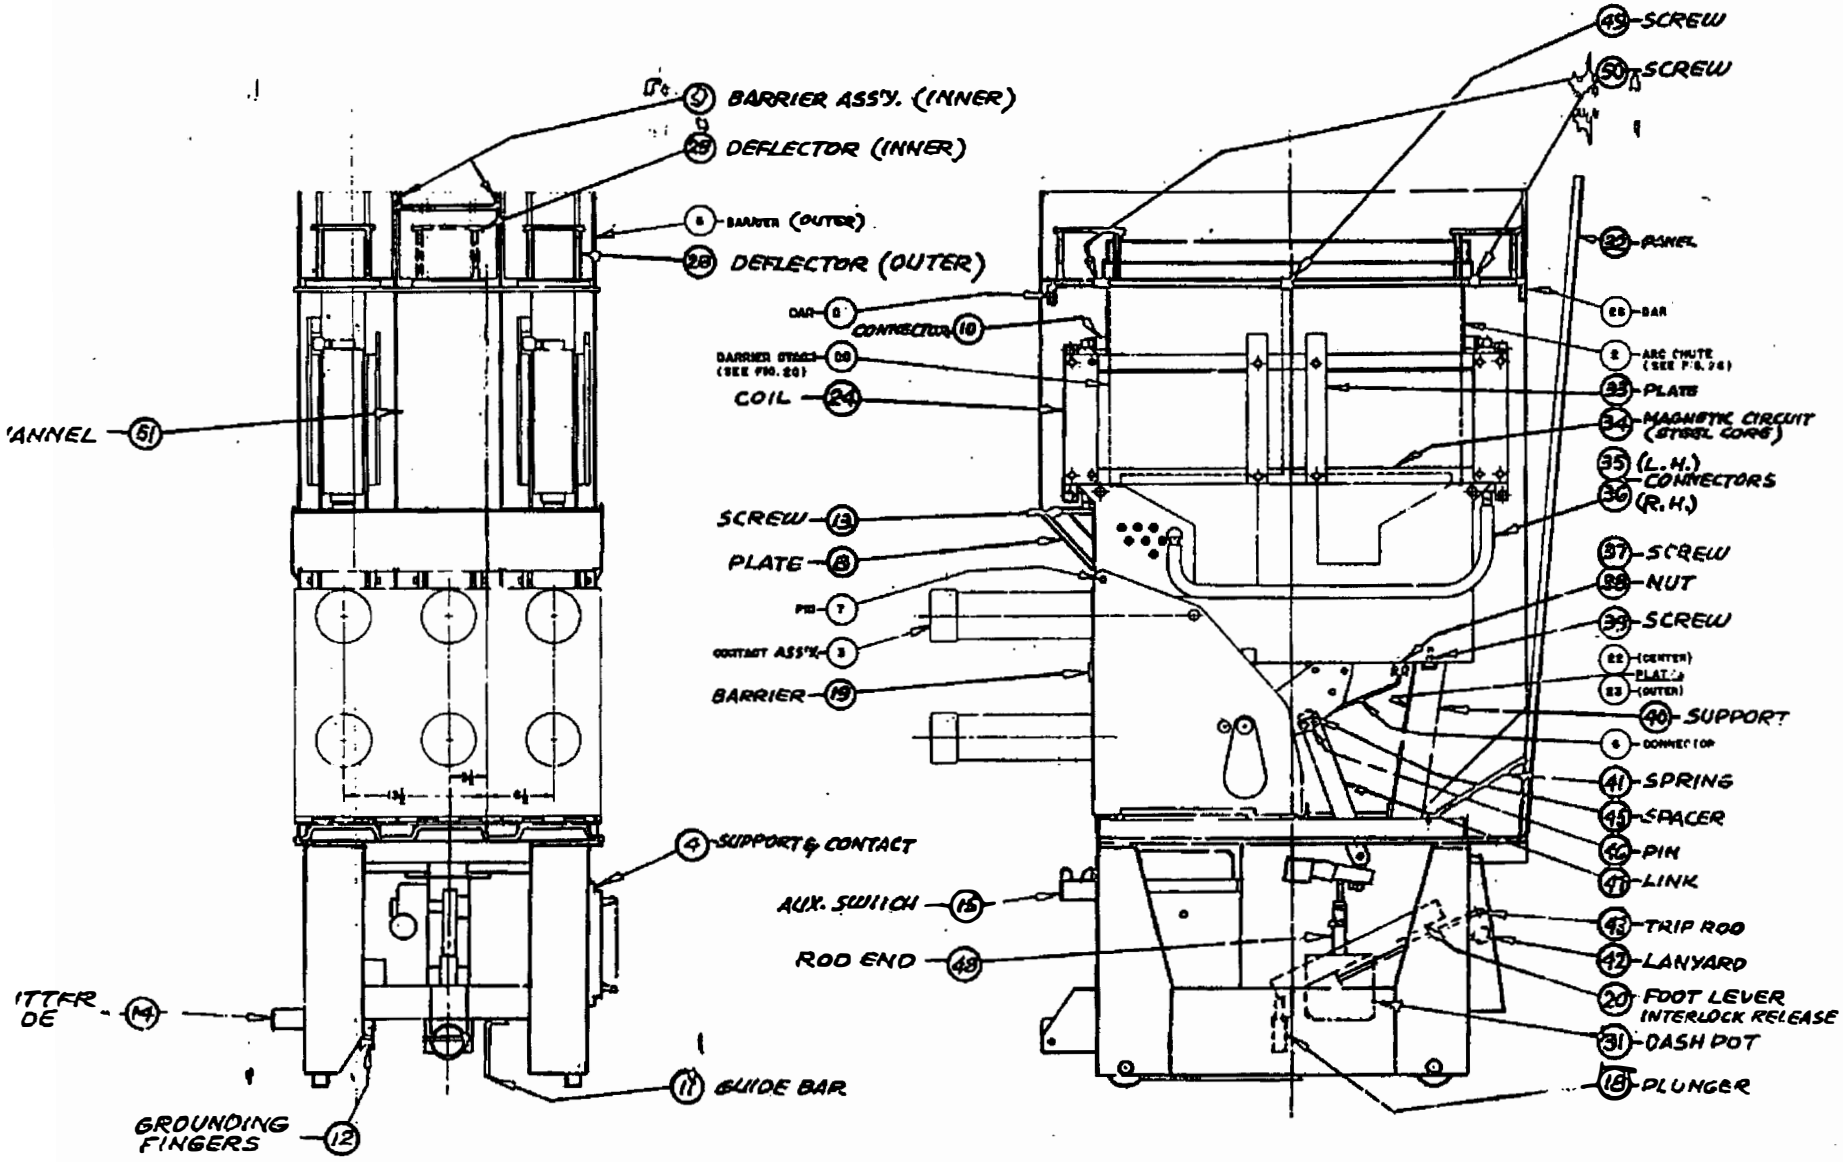

FIG. 21
4.12 INTERLOCK PLUNGER (FIG. 21)
6.3a PHASE BARRIERS (FIG. 21)